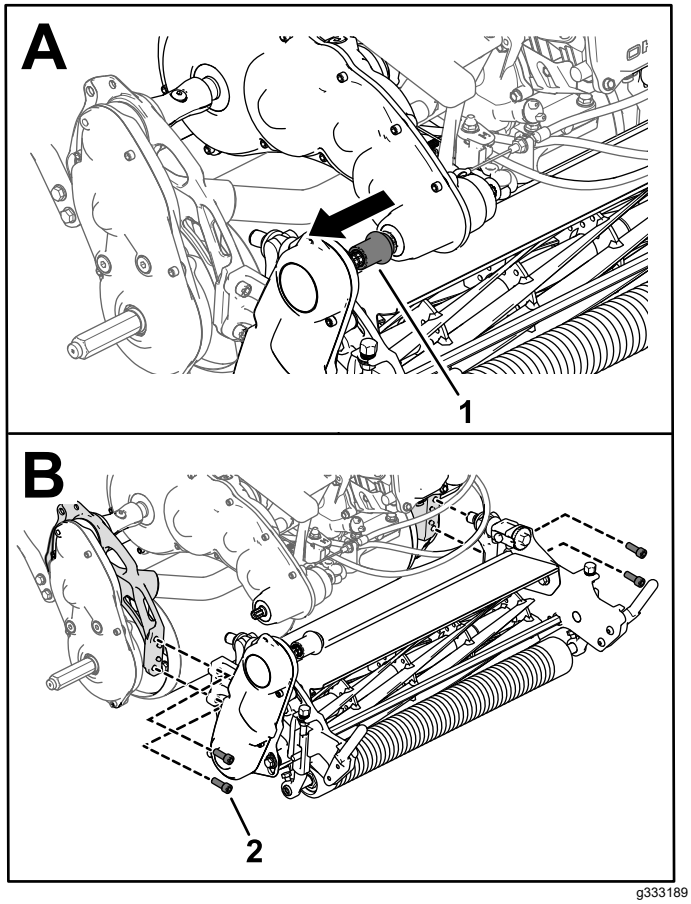

Rysunek 51
3. Zdejmij sprzęg napędu jednostki tnącej z wału napędowego przekładni (Rysunek 51).
4. Odkręć śruby imbusowe mocujące jednostkę tnącą do ramy (Rysunek 51).